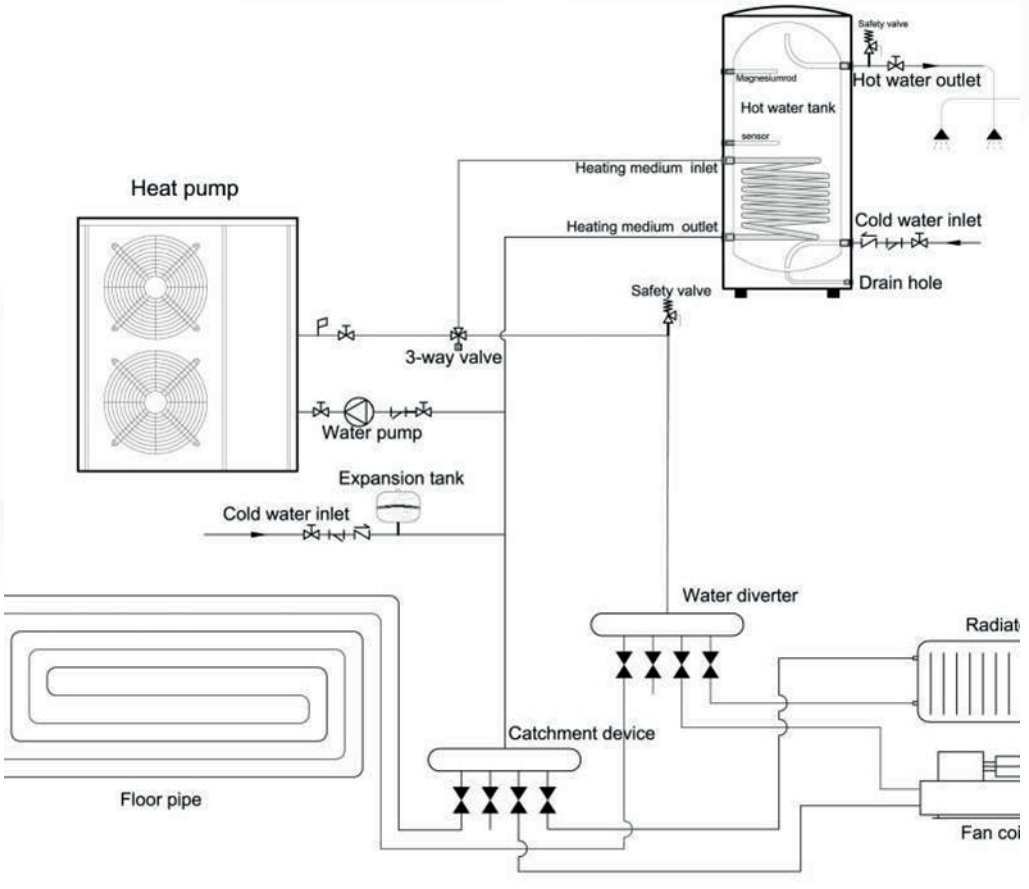

Rysunek 2
1) Schemat instalacji systemu - patrz rys. 2.